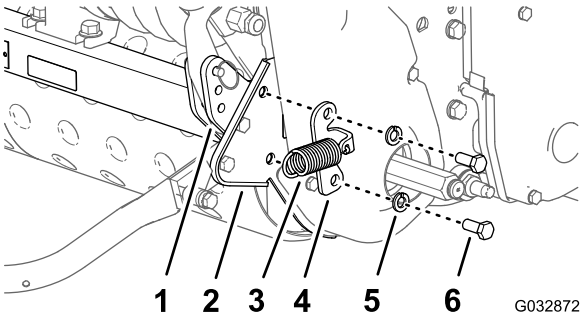

Рисунок 4
6. Выверните два болта (3/8 x 7/8 дюйма) и снимите две стопорные шайбы (3/8 дюйма), которые крепят кронштейн пружинодержателя и правую пластину к наружной накладке задней рамы машины (Рисунок 4).